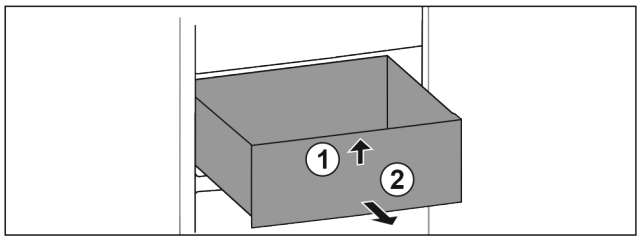

Fig. 113
▶ Schubfach vorne anheben. *Fig. 113 (1)*
▶ Schubfach nach vorne entnehmen. *Fig. 113 (2)*